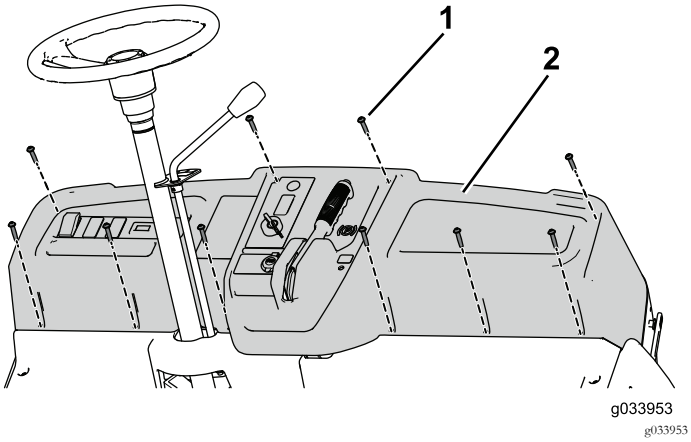

Figur 32
9. Sätt fast instrumentbrädan på maskinen med tio skruvar (1/4 x 1 1/4 tum) (Figur 32).